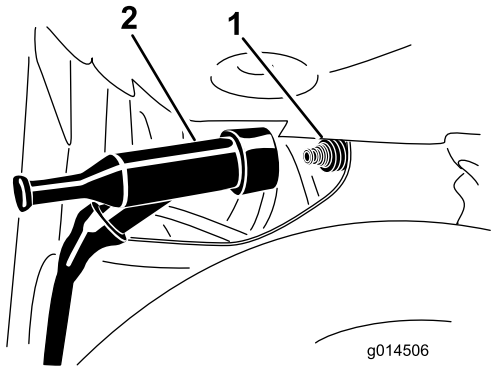

Figure 55
3. Pull the spark-plug wire off the terminal of the spark plug (Figure 55).
4. Push the spark-plug wire onto the terminal of the spark plug (Figure 55).